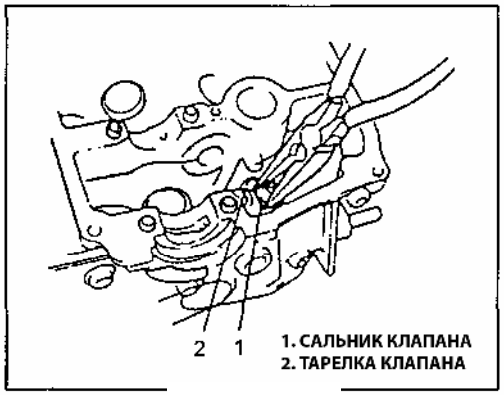

Рис. 97
5) Снимите сальник с направляющей втулки клапана и снимите тарелку клапана (Рис. 97).